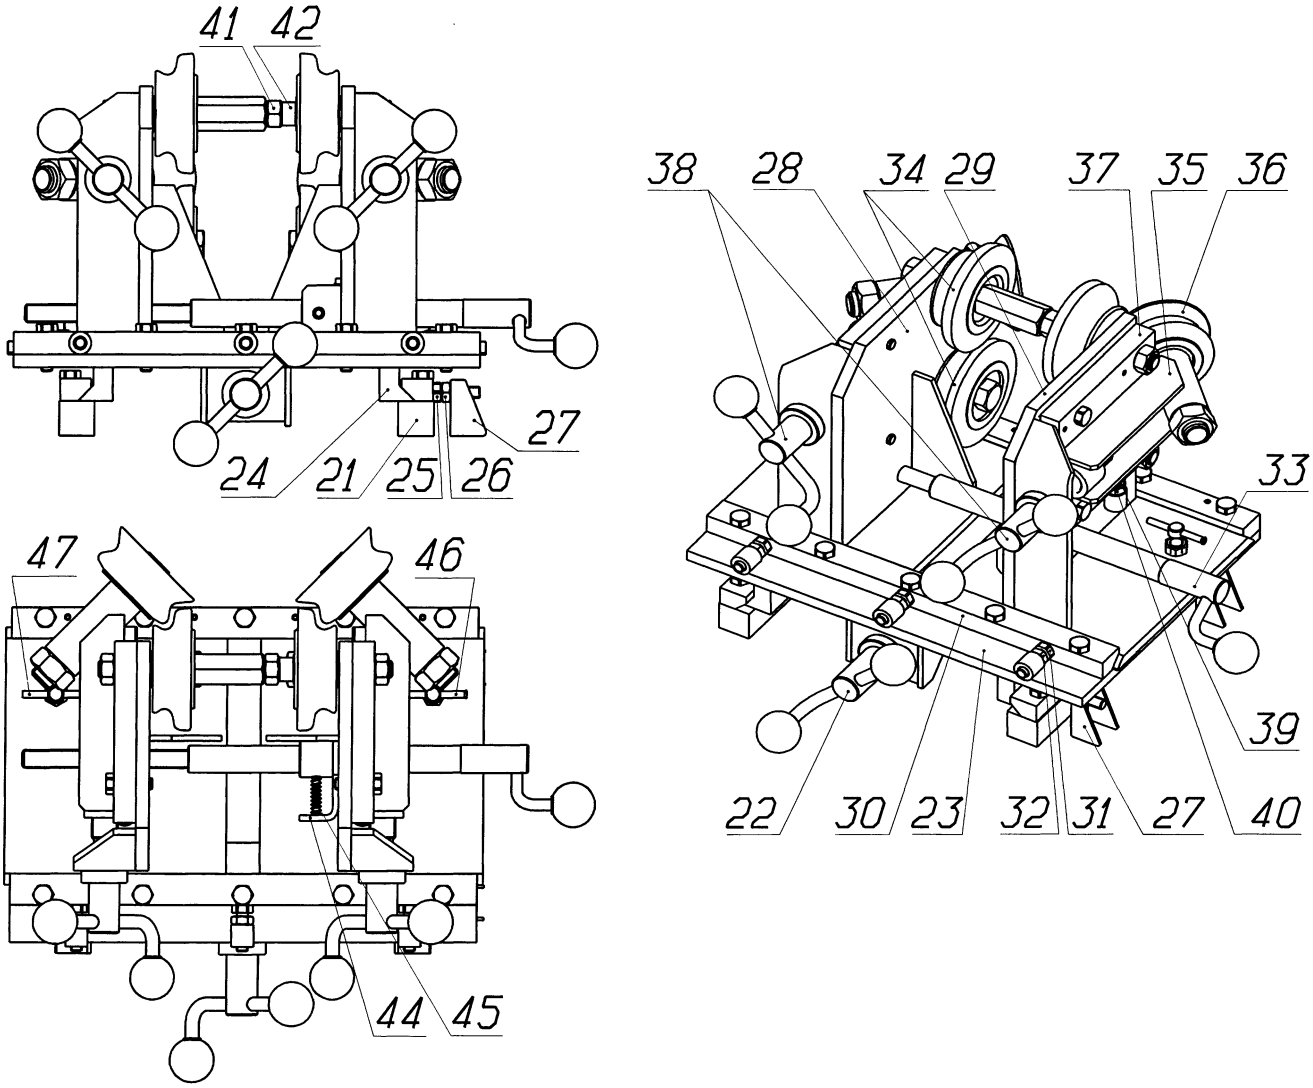

Рисунок 3 - Устройство дископравное
6.2.1. Подвести большие правильные Ролики 34 (см. рисунок 3) к полкам обода колеса. Должно производиться одновременное касание обода к четырем роликам 34. Допуск не параллельности оси колеса и оси роликов по горизонтали и вертикали должен составлять не более ± 0,5 мм. Болты 16 (см. рисунок 2) затянуть до отказа, соблюдая равномерность затяжки.